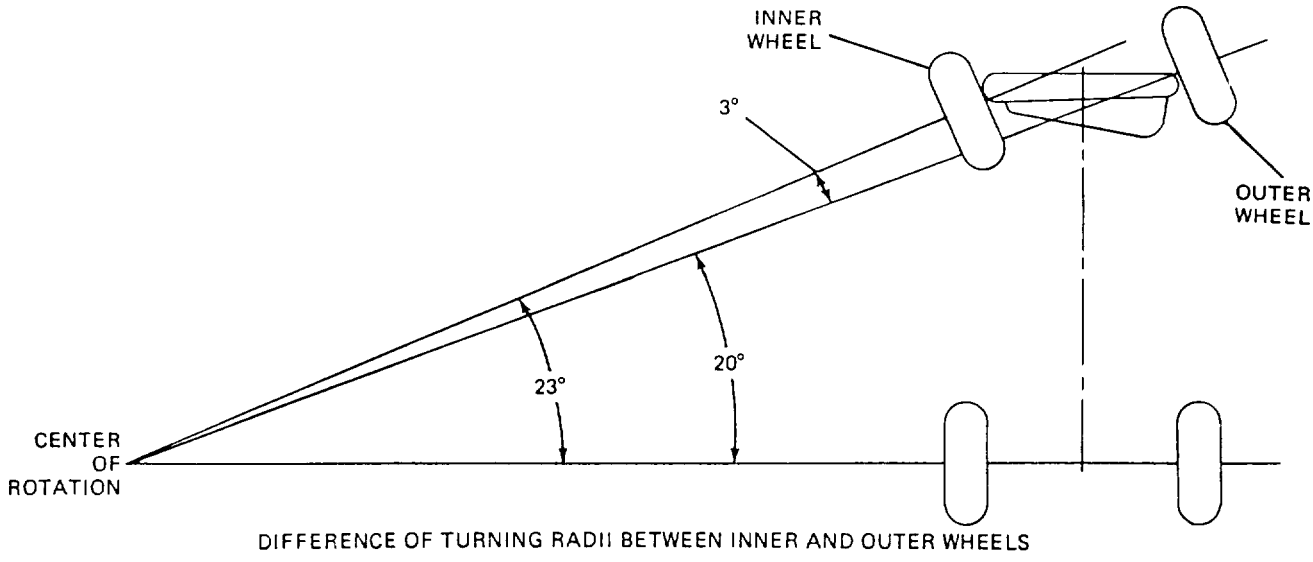

Figure 12-6.—Difference of radii between inner and outer wheels.
5. **TURNING RADIUS.** The front-end assembly of the modern motor vehicle requires careful design and adjustment because each front wheel is pivoted separately on a steering knuckle. Because of this construction, the front wheels are not in the same radius line (drawn from the center of rotation [fig. 12-6]) when a vehicle is making a turn. Because each wheel should beat right angles to its radius line, it is necessary for the front wheels to assume a toed-out position when rounding curves. If they do not, the tires slip, which causes excessive tire wear. The inner wheel (the one closer to the center of rotation) turns more than the outer wheel, so it will travel in a smaller radius. This difference in the turning ratios of the two wheels is called toe-out. It is usually specified as the number of degrees over 20 that the inner wheel is turned when the outer wheel is turned 20 degrees. The-out on turns may be checked, but there is no provision made for its adjustment. The steering linkage must be examined carefully for bent or defective parts if this angle is not within the manufacturer's specifications.